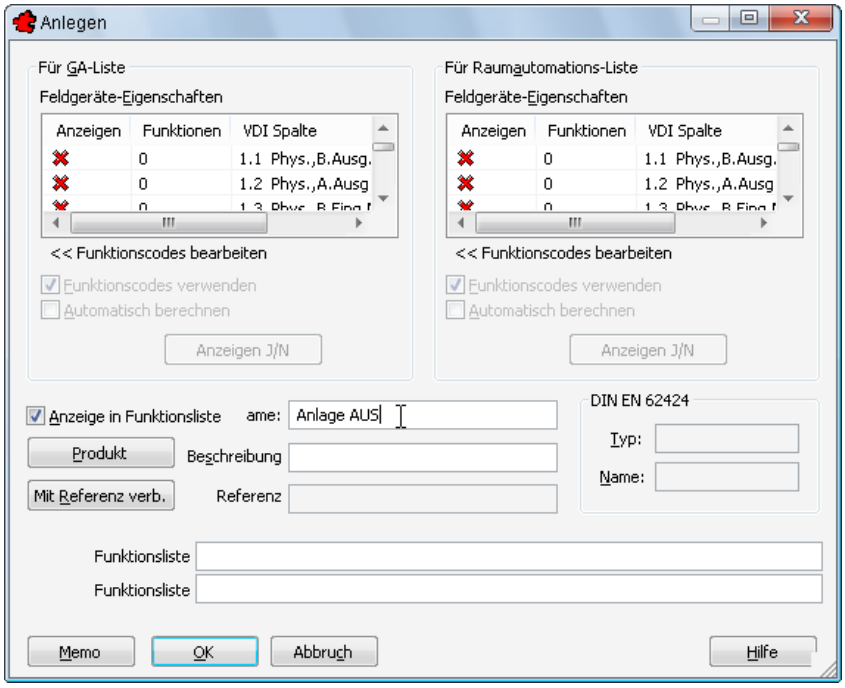

Bild 25.38 – Das Informations-Minimum bei der Blockerstellung ist der Name
- Erstellen Sie auf dieser Seite wiederum einen neuen *Block*. Zunächst erscheint das Dialogfeld *Anlegen*, um relevante Informationen abzufragen. Hier benötigen Sie nur den Blocknamen, also z. B. wieder **Anlage AUS** (Abb. 25.38).